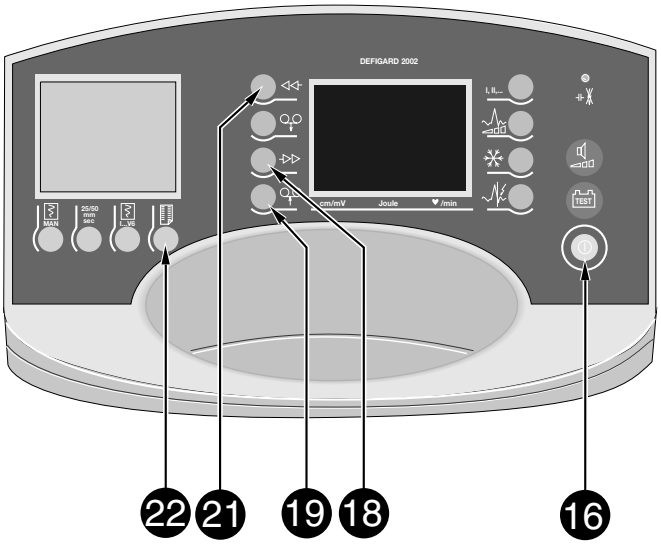

Bild 9-6. Tasten zum Auswählen des Zeitintervalls
* Halten Sie Taste gedrückt und schalten Sie das Gerät wieder ein (Bild 9-6).